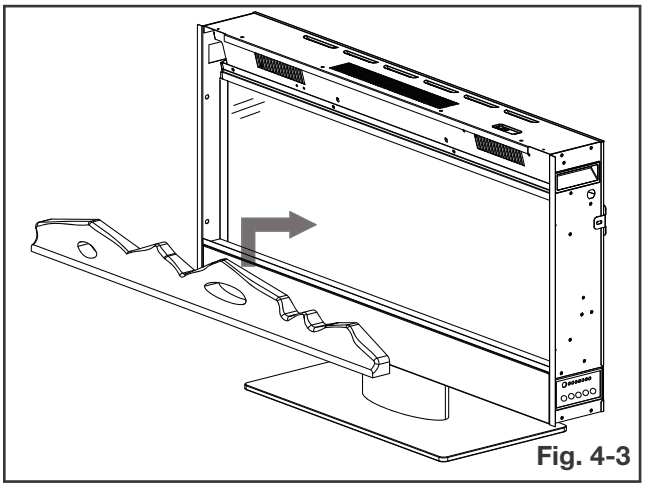

Fig. 4-3
C. Place the log set into the appliance **(Fig. 4-3)**.